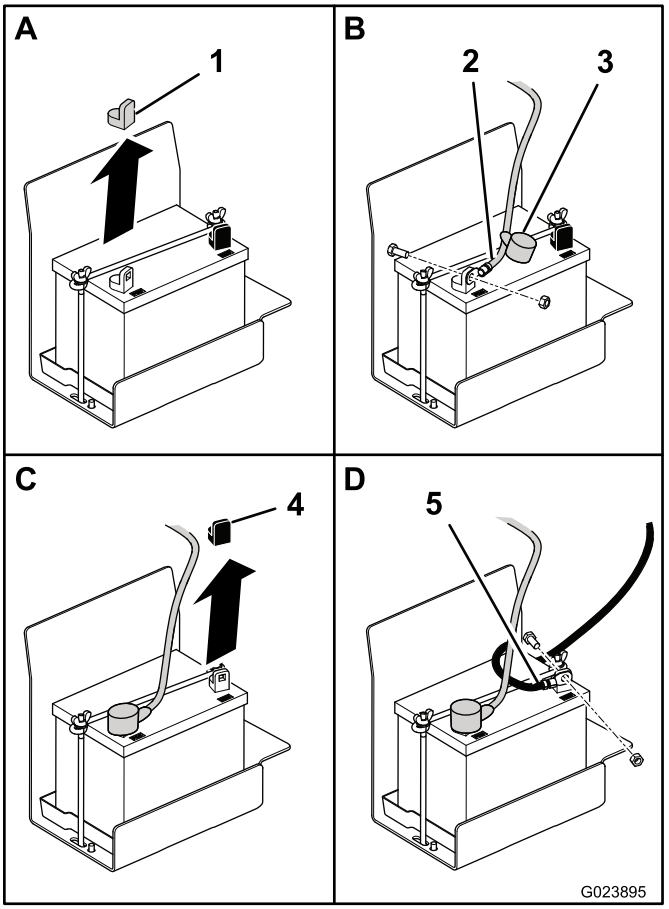

Figur 5
2. Fjern det røde plastdekslet fra den positive batteripolen (Figur 5).